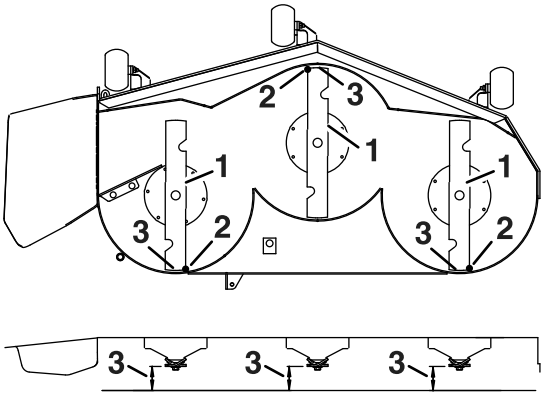

Figur 73
4. Roter knivene forsiktig slik at de står på langs (Figur 73).
5. Mål fra tuppen på den fremre kniven til den flate overflaten, og tuppen på den bakre kniven til den flate overflaten (Figur 73).